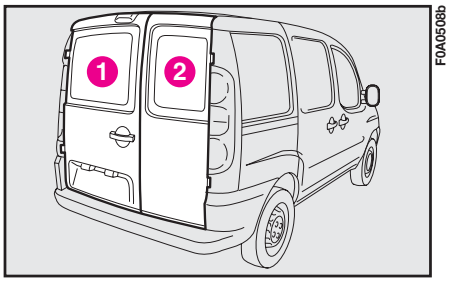

fig. 114
### Opening the first door from the outside 1-fig. 114
### Closing the first door from the outside 1-fig. 114
**Close the right-hand door 2-fig. 114 completely first and then close the left-hand door 1-fig. 114. Never close both doors at the same time.**
## Opening the first door from the inside 1-fig. 114
## Opening the second door 2-fig. 114